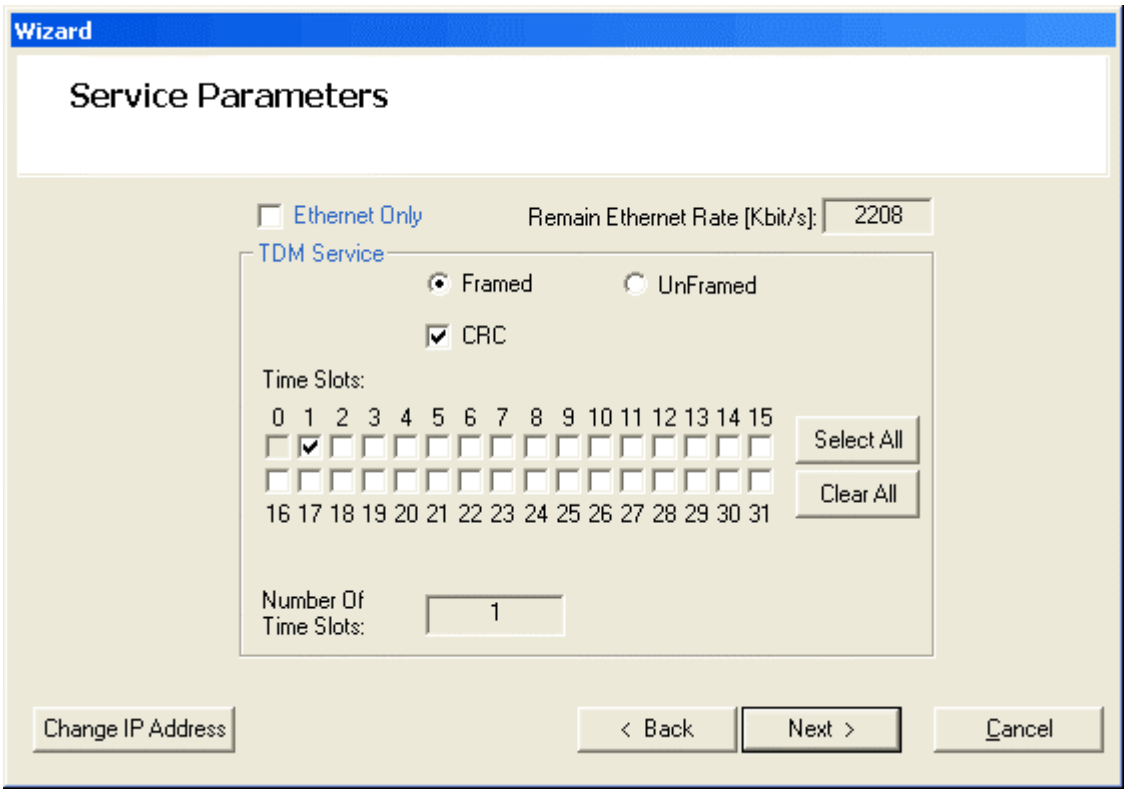

Figure 2-5. Service Parameters Dialog Box
The Service Parameters dialog box appears (see *Figure 2-5*).
5. The Service Parameters dialog box appears (see *Figure 2-5*).